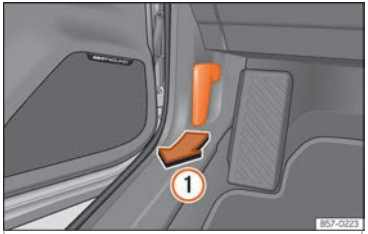

Abb. 308 Entriegelungshebel im Fahrerfußraum.
- Öffnen Sie die Tür und ziehen Sie an dem Hebel unterhalb der Instrumententafel ››› Abb. 308 (1).